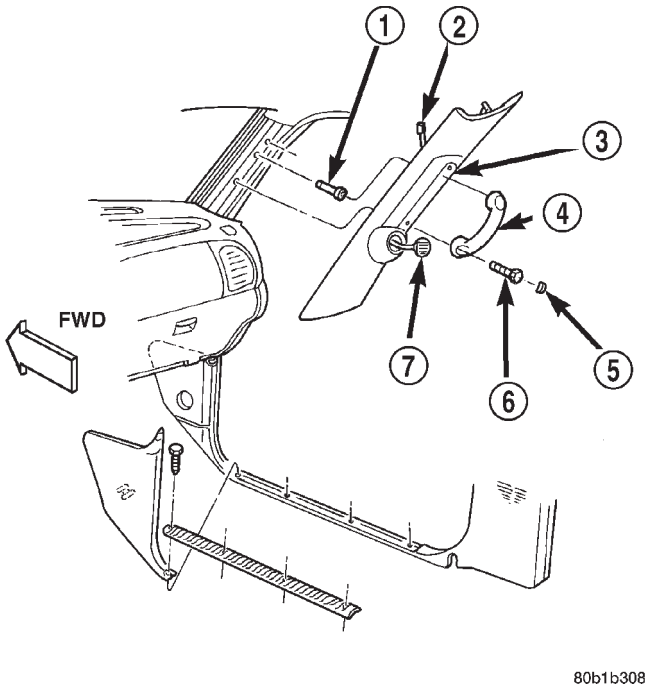

Fig. 18 A-Pillar Tweeter Remove/Install
(1) Disconnect and isolate the battery negative cable.
(2) If the vehicle is so equipped, remove the grab handle from the A-pillar. Refer to Body, Interior for the procedures.
(3) Disengage the trim from the A-pillar. Refer to Body, Interior for the procedures.
(4) Pull the trim away from the A-pillar far enough to access the tweeter wire harness connector (Fig. 18).
(5) Disconnect the body wire harness connector from the A-pillar tweeter wire harness connector.
(6) Remove the trim and tweeter from the A-pillar as a unit.
(7) Disengage the tweeter wire harness retainers from the heat stakes on the back of the A-pillar trim.
(8) Disengage the tweeter from the A-pillar trim by pushing out on the tweeter firmly and evenly from the inside of the trim until it unsnaps from the mounting hole.